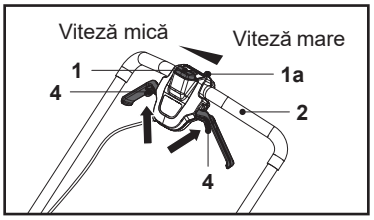

Fig. 17
2. Trage manetele cu autopropulsie (4) spre mânerul de prindere (2) și ține-le în poziție pentru a cupla roțile din spate (11) (fig. 17).
4. Eliberează manetele de autopropulsie (4) pentru a decupla roțile din spate (11).